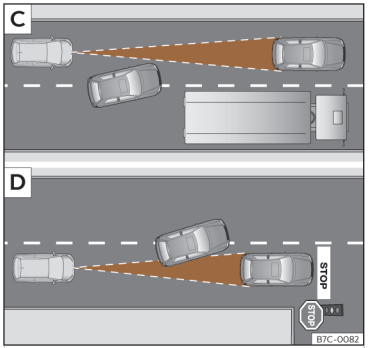

Fig. 134 C Cambio de carril de un vehículo. D Vehículo girando y otro detenido.
- Vehículos que cambien al carril por el que usted circula a poca distancia de su vehículo >>> fig. 134 C.
El ACC puede no reaccionar ante vehículos detenidos. Si, p.ej., un vehículo detectado por el ACC gira o se aparta y delante del mismo se encuentra un vehículo detenido, el ACC no reaccionaría ante este último >>> fig. 134 D.